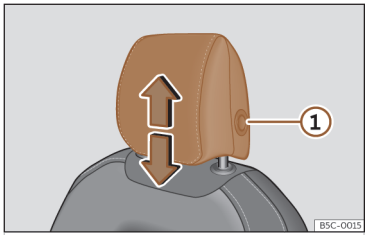
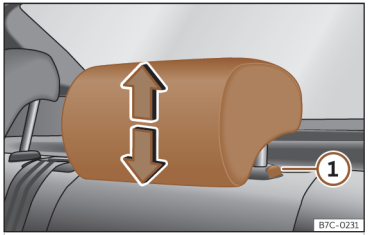

Abb. 91 Vordersitz: Kopfstützeneinstellung.
Abb. 92 Kopfstütze hinten: Kopfstützeneinstellung.
Gehen Sie zum Absenken auf gleiche Weise vor und drücken Sie die seitliche Taste ① ››› **(Abb. 91)** , ››› **(Abb. 92)**.